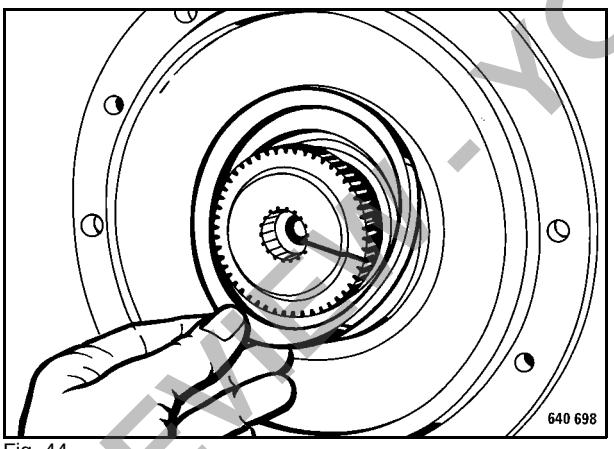

Fig. 44
26. Insert V-ring 1 (Fig. 44) into the flanged cover.